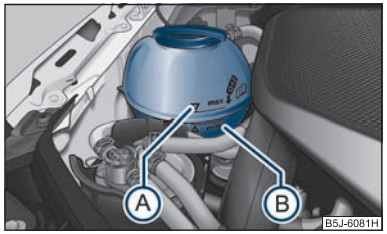

Fig. 142 Vano motor: Depósito de expansión de líquido refrigerante
– Compruebe el nivel de líquido refrigerante en el depósito de expansión del mismo ⇒ fig. 142. Con el motor frío, el nivel del líquido refrigerante debe encontrarse entre las marcas "MIN" (B) y "MAX" (A). Con el motor caliente, el nivel puede sobrepasar también un poco la marca de "MÁX.".
– Coloque un trapo sobre el tapa del depósito de expansión de líquido refrigerante ⇒ fig. 142 y desenrosque el tapón con **cuidado** girándolo hacia la izquierda ⇒ ⚠.